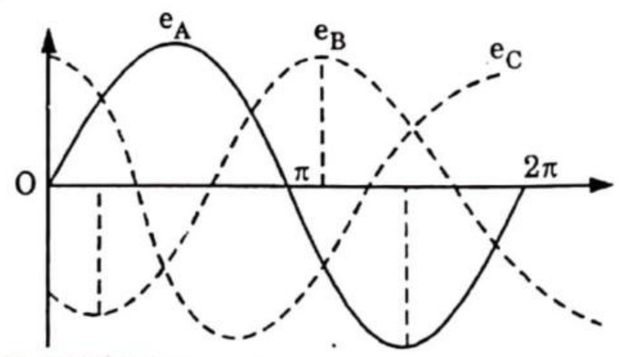

Fig. 4.32.2. Voltage wave shapes of 3ϕ alternator.
4. Since induced emf e is directly proportional to flux density (if l and v is made constant, the emf wave will be identical to the flux density wave). If the flux density produced by the field winding is sinusoidal the emf induced in phase coils will be sinusoidal as shown in Fig. 4.32.2.